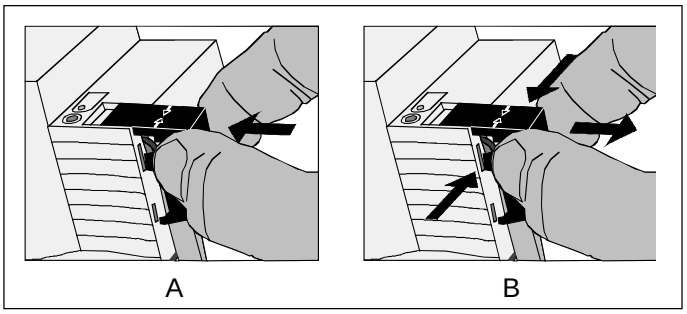

Bild 5: Abdeckkappe anbringen / entfernen
- Abdeckkappe anbringen: Die Abdeckkappe wird über die Busklemme geschoben (vgl. Bild 5.A), bis sie spürbar einrastet.
- Abdeckkappe entfernen: Die Abdeckkappe wird entfernt, indem sie seitlich leicht eingedrückt und nach vorne abgezogen wird (vgl. Bild 5.B).